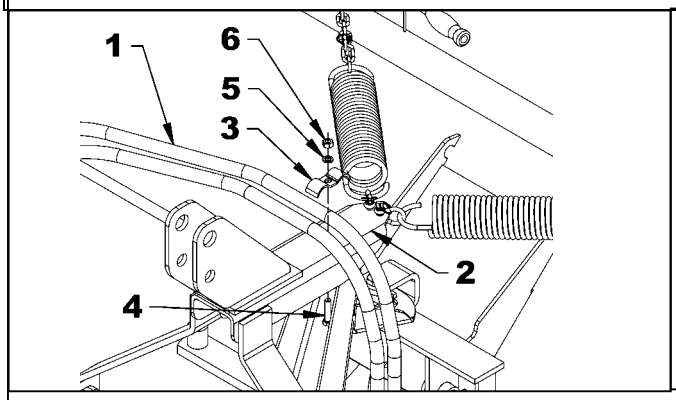

Figure 11A
1. **Figure 11A, B ou C:** Tel qu'illustré, fixer les 2 boyaux du balai (item 1) sur l'attache universelle (item 2) à l'aide de la crampe à boyau (item 3), du boulon hex. 3/8"NC x 1 1/2" lg. (item 4), de la rondelle de blocage 3/8" (item 5) et de l'écrou hex. 3/8" NC (item 6). Avant de serrer la crampe, orienter le balai dans toutes les directions possibles (de haut en bas, de gauche à droite, etc.) et s'assurer que les boyaux ont un espace adéquat et qu'ils ne se coincent pas entre les pièces mobiles du balai et du tracteur.